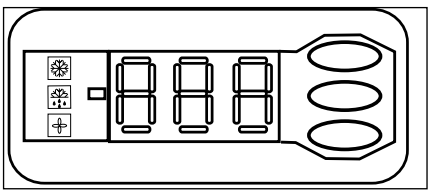

Afbeelding 3: Elektronisch controllerscherm
- Het scherm van de elektronische controller toont standaard de temperatuurwaarde voor de aanzuigdruk in °C. Druk op de onderste knop (afbeelding 3) om de temperatuurwaarde voor de condensatiedruk weer te geven.